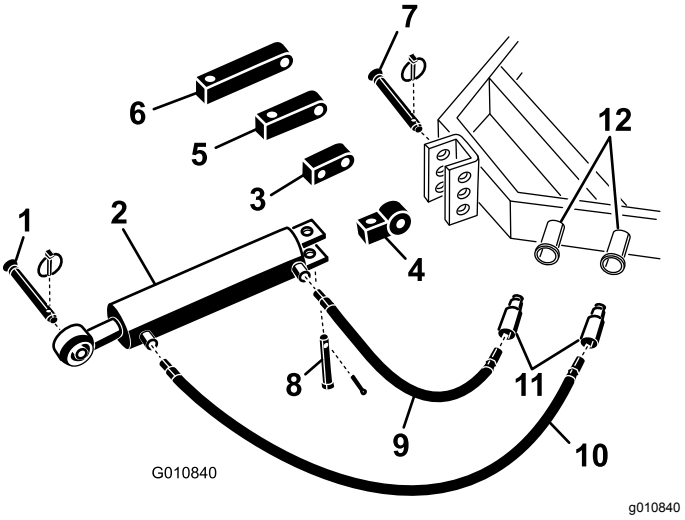

Rysunek 5
1. Zamocuj końcówkę łącznika hydraulicznego łącznika górnego do jednostki jezdnej za pomocą sworzni dostarczonych wraz z jednostką jezdną (Rysunek 5).
Informacja: Jeżeli siłownik hydrauliczny musi być ustawiony złączami hydraulicznymi skierowanymi do góry, w celu zmiany ustawienia siłownika użyj łącznika obracającego zamiast łącznika standardowego (Rysunek 5). Zamiast łącznika obracającego można użyć 90° kolanek hydraulicznych (kolanka 90° nie są dołączone).
A. Wyjmij sworzeń i zawleczkę mocujące łącznik standardowy do siłownika (Rysunek 5). Odłącz łącznik standardowy od siłownika.
B. Używając wcześniej wyjętego sworznia i zawleczki zamocuj łącznik obracający do siłownika (Rysunek 5).
2. Podłącz przewód hydrauliczny o dł. 106 cm do złącza hydraulicznego łącznika górnego umieszczonego najbliżej aeratora Rysunek 5. Pokryj gwint przewodu taśmą uszczelniającą do gwintów lub środkiem do uszczelniania gwintów, aby wyeliminować nieszczelności.
3. Podłącz przewód hydrauliczny o dł. 76 cm do złącza hydraulicznego łącznika górnego umieszczonego najbliżej jednostki jezdnej (Rysunek 5). Pokryj gwint przewodu taśmą uszczelniającą do gwintów lub środkiem do uszczelniania gwintów, aby wyeliminować nieszczelności.
Jeżeli siłownik hydrauliczny nie sięga do wspornika aeratora, zamiast łącznika standardowego do połączenia siłownika z jednostką jezdną użyj łącznika przedłużającego (Rysunek 5).
B. Używając wcześniej wyjętego sworznia i zawleczki zamocuj do siłownika łącznik przedłużający o odpowiedniej długości (Rysunek 5).